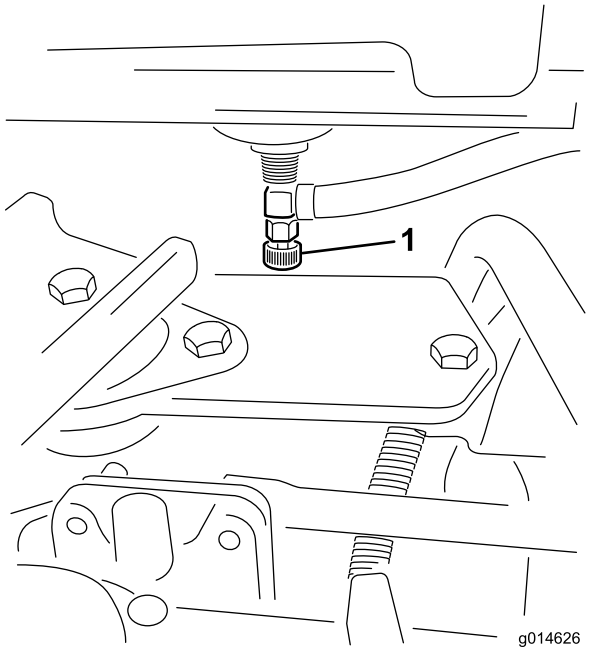

Figur 44
1. Lukk igjen drivstoffventilen på drivstofftanken (Figur 44).